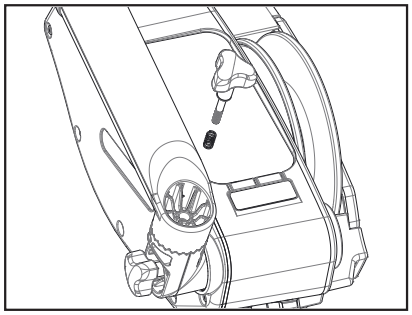

Figure 16
2. Fixez le support de canne à pêche au treuil à ligne lestée sur le côté gauche en utilisant le bouton à ressort fourni. (Figure 16)
3. Répétez les étapes ci-dessus pour l'autre côté si (2) supports de canne à pêche doivent être montés.